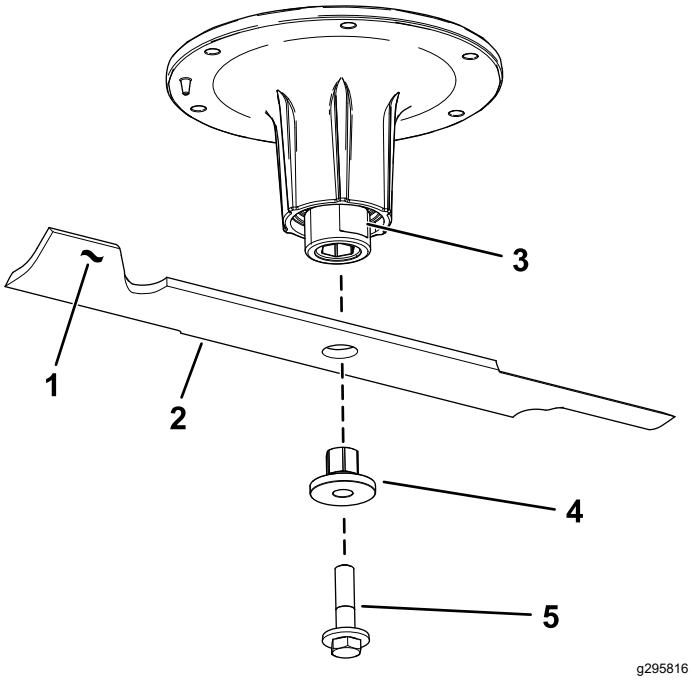

Figure 81
2. Retirez le boulon, la douille et la lame de l'axe de pivot (Figure 81).